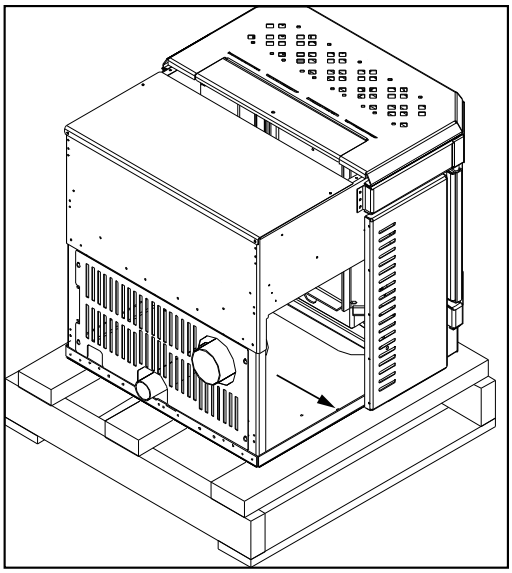

**Figure 11: Screws to take out to remove insert unit from pallet.**
INSERT: To remove your new insert stove from its pallet, remove the two (2) wood screws just inside the unit (see Figure 11). Remove the unit form the pallet and install the pedestal (refer to "Installation Of Pedestal - Insert")